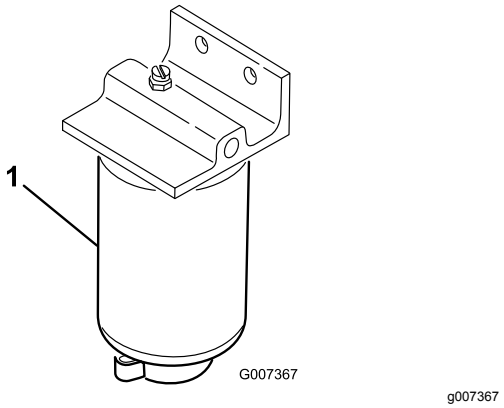

**Figur 56**
1. Sätt en ren behållare under bränslefiltret (Figur 56).